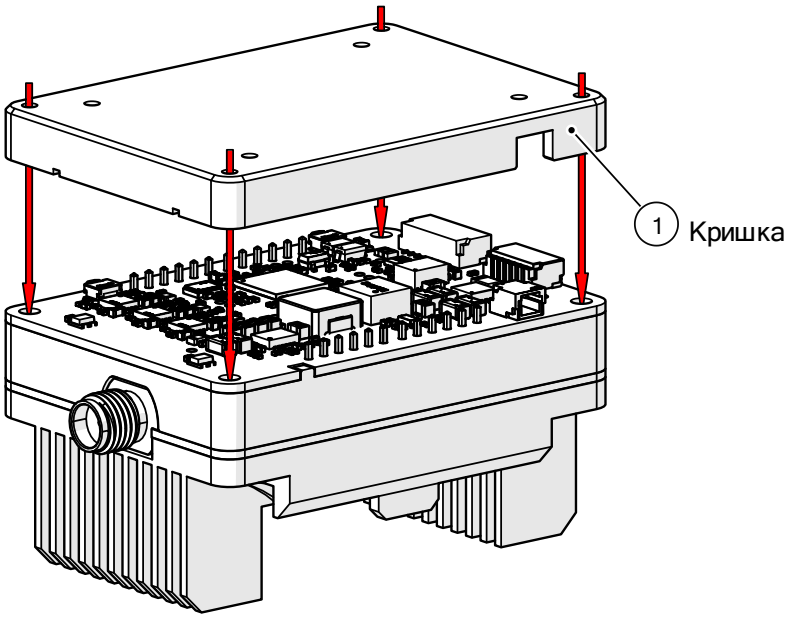

Рисунок 6
4.7. Встановити кришку (Рисунок 6).